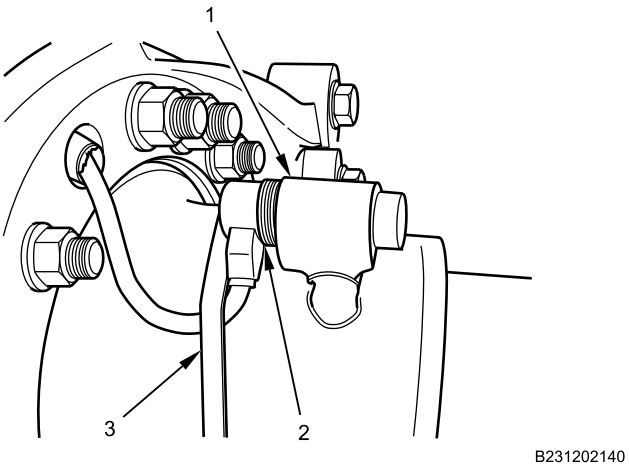

Figure 2. ABS Sensor.
2. Remove cable lock straps (Figure 2, Item 3) as necessary. Discard cable lock straps.
3. Remove ABS sensor (Figure 2, Item 2) from housing block (Figure 2, Item 1).
4. Remove ABS sensor clip from housing block (Figure 2, Item 1). Discard sensor clip.